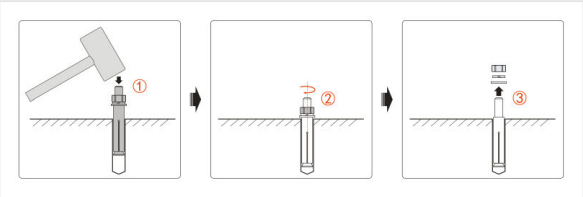

FIGURE 3-2 Fitting an expansion anchor — drill, drive in the sleeve, fit the bolt
3. Fit the expansion anchors (Figure 3-2): the sleeve fully in the hole, the bolts 1.2–2.0 in (30–50 mm) above the floor.